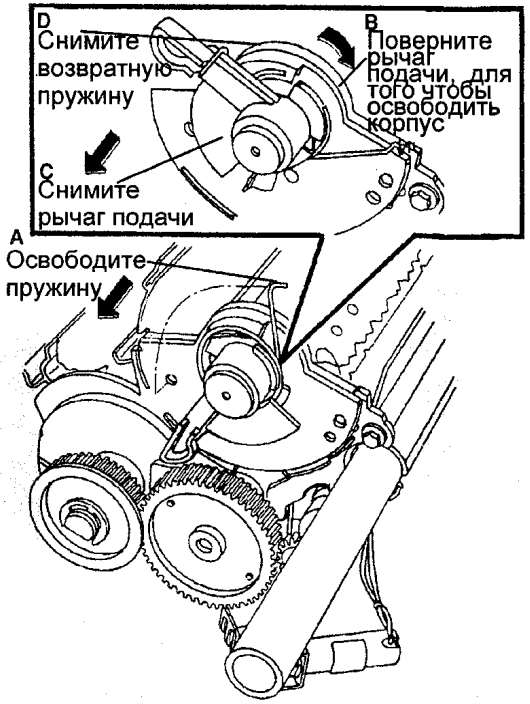

Рис. 1 Снятие возвратной пружины
4. (РИС. 1): СНИМИТЕ ВОЗВРАТНУЮ ПРУЖИНУ.